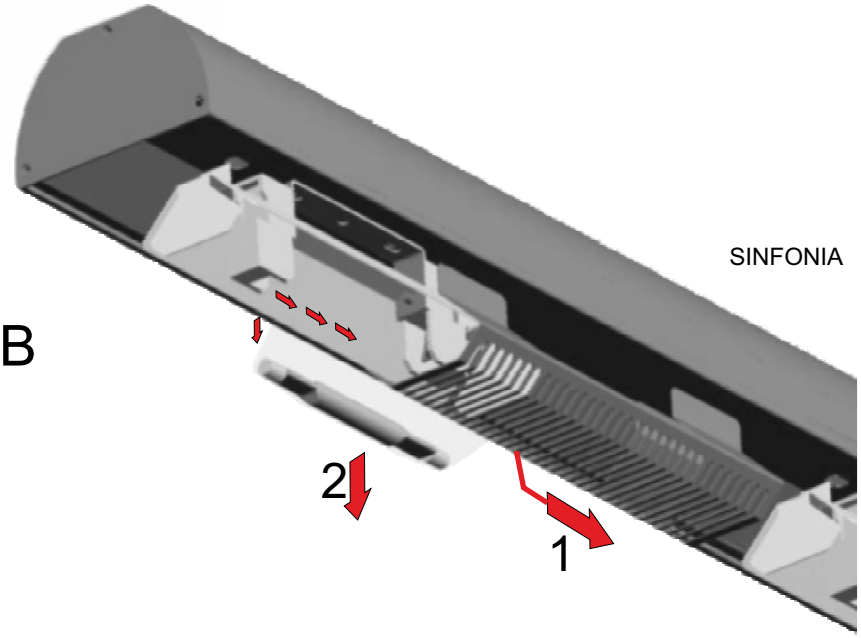

Fig.8
1. Sostenere la cupola. **2**.Togliere l'alimentazione elettrica. **3.** Allentare le viti di fissaggio del supporto motore (Fig.8), poste sui lati esterni, sotto la vasca. **4**.Scollegare i fili di alimentazione elettrica del motore stesso. **5**.Sfilare il motore dal supporto. **6**.Nel caso il motore fosse bloccato con la catena di sollevamento all'interno del tubo di guida, occorre ruotarlo e sfilare il motore e la catena verso il basso. **7.** Sostituire il motore e ripristinare tutto nelle stesse posizioni.
1. Lower the cover. **2**. Turn the appliance off. **3**. Loosen the fixing screws of the motor support, on the outside, under the basin. **4**. Take the motor out of the support. **5**. If the motor is blocked by the lifting chain inside the guide tube, you must remove all screws of the support and proceed to remove the motor and chain from the bottom. **6.** Disconnect the motor's power supply wires. **7**. Replace the motor and refit all components removed (see fig. 8).
1. Die Kuppel schließen. **2**. Strom wie abschalten. **3**. Lösen Sie die Befestigungsschrauben des Motorlagers, die sich an den Außenseiten unter der Wanne befinden. **4.** Ziehen Sie den Motor aus dem Motorlager. **5**. Sollte der Motor mit der Hubkette innerhalb des Führungsrohrs blockiert sein, müssen alle Schrauben des Lagers abgeschraubt und der Motor und die Kette nach unten herausgezogen werden. **6.** Die Stromversorgungskabel vom Motor trennen. **7.** Den Motor ersetzen und alles in der ursprünglichen Position wieder montieren (siehe Abb. 8).
1. Sluit de koepel. **2**. Sluit de elektriciteit af zoals. **3**. Draai de bevestigingsschroeven van de motorbehuizing aan de buitenzijden, onder de bak, los. **4**. Haal de motor uit de behuizing. **5**. Indien de motor door de hefketting in de geleidebuis geblokkeerd is, dient u alle schroeven van de behuizing los te draaien en de motor en de ketting naar beneden weg te nemen. **6**. Maak de elektriciteitsdraden van de motor los. **7**. Vervang de motor en breng alles weer in de oorspronkelijke staat terug (zie Fig. 8).
1. Baixe a cúpula. **2**. Desligue a alimentação eléctrica. **3.** Desaperte os parafusos de fixação do suporte do motor, situados nos lados externos, em baixo do tanque**. 4.** Extraia o motor do suporte. **5**. Se o motor estiver bloqueado com uma corrente de elevação no interior do tubo de guia, é necessário desapertar todos os parafusos do suporte e extrair o motor e a corrente por baixo. **6.** Desligue os fios da alimentação eléctrica do próprio motor. **7**. Substitua o motor e volte a montar o conjunto na posição inicial (ver a Fig. 8).
1. Sänk kåpan. **2.** Slå från strömmen. **3.** Lossa motorstödets fästskruvar som är placerade på utsidorna under vattenbadet. **4.** Dra ut motorn från stödet. **5.** Om motorn är blockerad med lyftkedjan inuti styrröret ska du skruva loss stödets skruvar och dra ut motorn och kedjan nedåt. **6.** Koppla ifrån motorns elkablar. **7.** Byt ut motorn och sätt tillbaka allt på samma plats (se fig. 8).
1. Sænk hætten. **2.** Frakobl strømmen. **3.** Løsn fastgøringsskruerne på motorens støtte. Skruerne er anbragt på ydersiderne under beholderen. **4.** Fjern motoren fra støtten. **5.** Hvis motoren er blokeret med løftekæden indvendigt i styrerøret, er det nødvendigt at løsne samtlige skruer, der er anbragt på støtten, og fjerne motoren og kæden ved at trække dem nedad. **6.** Kobl ledningerne fra motoren. **7**. Udskift motoren og montér delene i de oprindelige positioner på ny. (Jvf. fig. 8)
1. Sluit de koepel. **2**. Sluit de elektrische voeding af zoals. **3**. De schroeven voor de vasthechting van de motor support, die zich op de buitenkanten onder de kuip bevinden, losdraaien. **4.** De motor uit de support halen. **5.** Indien de motor door de hefkettingen in de geleidebuis geblokkeerd is, dient u alle schroeven van de behuizing los te draaien en de motor en de ketting naar beneden weg te nemen. **6.** Koppel de elektriciteitsdraden van de motor los. **7**. Vervang de motor en breng alles in de oorspronkelijke staat terug (zie Fig. 8).
1. Opuścić kopułę. **2**. Odciąć zasilanei elektryczne jak opisano. **3**. Odkręcić śruby obudowy silnika znajdujące się na zewnątrz, pod wanną. **4**. Wysunąć silnik z obudowy. **5.** Jeśli okaże się, że silnik jest zablokowany wraz z łańcuchem wewnątrz rury lejowej, należy odkręcić wszystkie śruby i wysunąć silnik i łańcuch ku dołowi. **6**. Odłączyć przewody zasilania elektrycznego silnika. **7.** Wymienić silnik i powrócić do stanu pierwotnego (patrz Rys. 8).